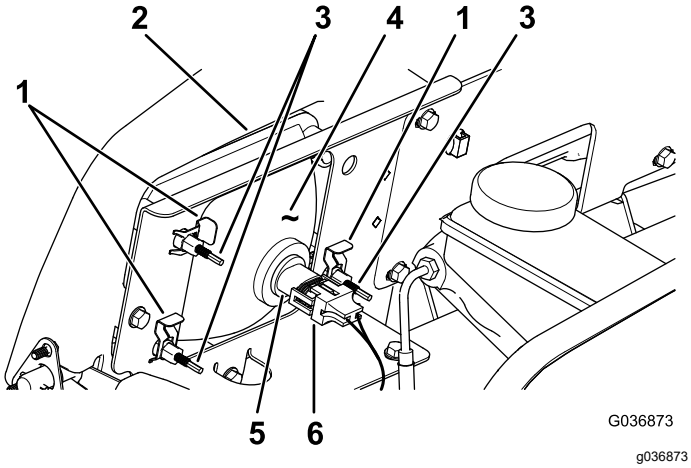

Figuur 52
3. Koppel de elektrische aansluiting voor de kabelboom los van de aansluiting van de lamp (Figuur 52).
4. Verwijder de snelklemmen waarmee de koplamp aan de koplampbeugel is bevestigd (Figuur 52).
5. Verwijder de koplamp door deze naar voren door de opening in de voorbumper te trekken (Figuur 52).
6. Monteer de nieuwe koplamp via de opening in de bumper (Figuur 52).
8. Koppel de elektrische aansluiting voor de kabelboom aan op de aansluiting van de lamp (Figuur 52).
2. Draai achteraan de koplamp de stelschroeven (Figuur 52) om de koplamp te draaien en de straal te richten.